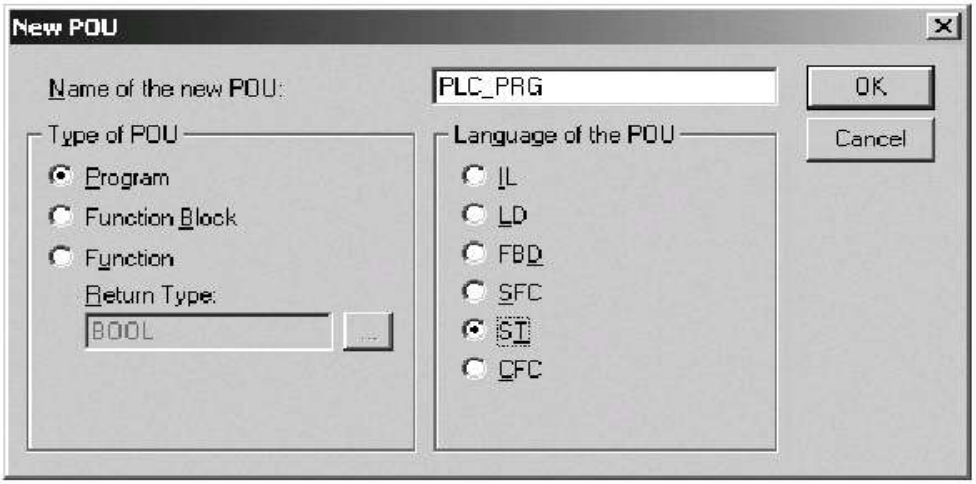

Рисунок 5 - Окно создания основного POU
4. После задания настроек Target-файла необходимо создать основной POU (главную программу проекта). Окно этого диалога представлено на рис. 5. Главная программа всегда должна иметь тип Program и имя PLC_PRG. Поэтому в данном диалоге разрешается менять только язык программирования (Language of the POU).